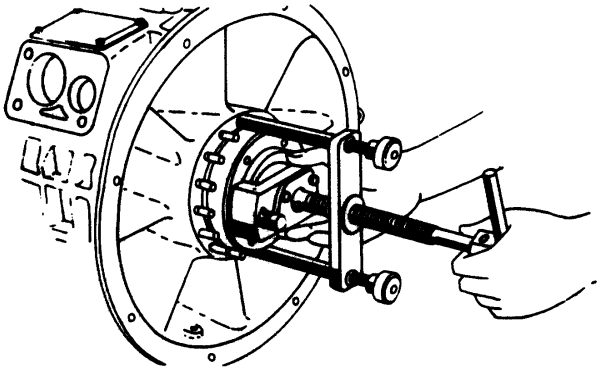

Figure 4. Removal of Compressor Extension Shaft , Bearing Cage, and Studding Housing Using 3838 Puller
c. Install 3838 compressor extension shaft bearing housing puller. (See figure 4.)